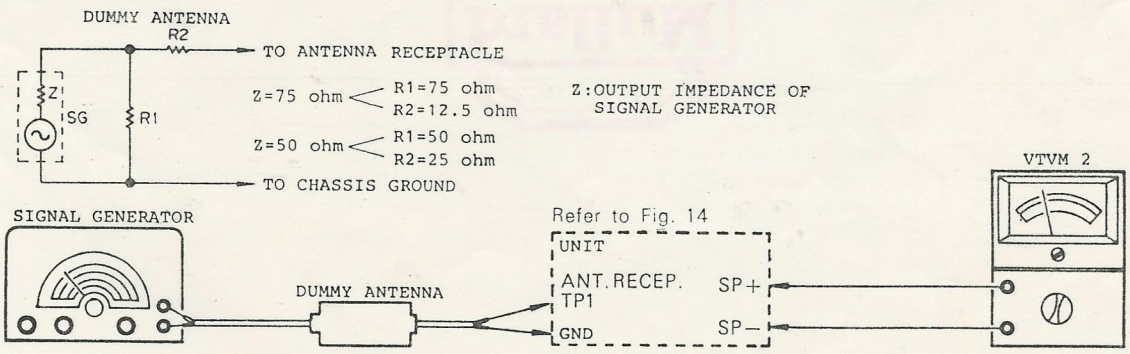

Fig. 20
(1) Connections Refer to Fig. 20